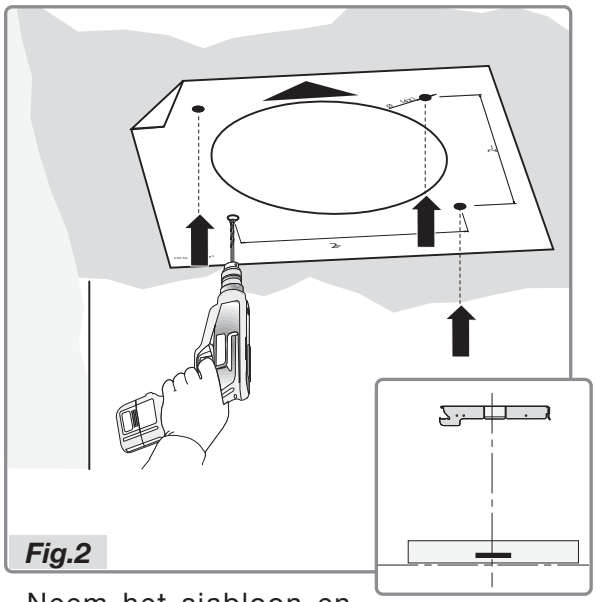

Fig.2
- Neem het sjabloon en plaats die tegen het plafond met de pijl aan dezelfde zijde als het bedieningspaneel van de kap (Fig.2).